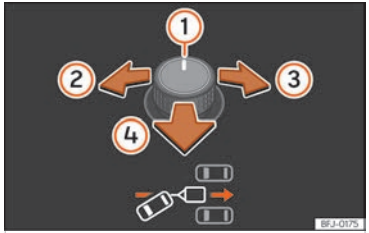
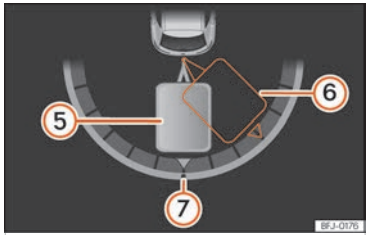

Fig. 152 Comandament giratori dels retrovisors exteriors: ajustar l'angle del remolc.
Fig. 153 Pantalla del quadre d'instruments: fer marxa enrere.
Llegenda de la ››› **fig. 152** , ››› **fig. 153**:
- Basculeu el comandament giratori fins arribar a la direcció desitjada ››› **fig. 152**. A la pantalla del quadre d'instruments apareix a manera d'orientació una representació del conjunt vehicle tractor i remolc en la posició actual ››› **fig. 153**.